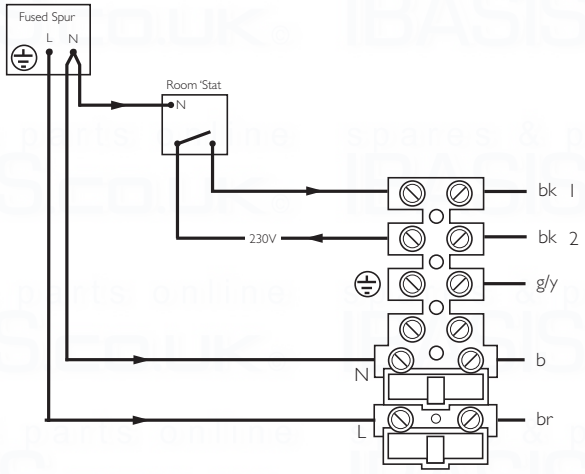

Fig. 32
6. Remove the link between terminals 1 & 2. The 230V supply at terminal 2 must be connected to the thermostat. The switched output from the thermostat must be connected to terminal 1 (Fig. 32). If the room thermostat being used incorporates an anticipator it MUST be wired as shown in Fig. 32.